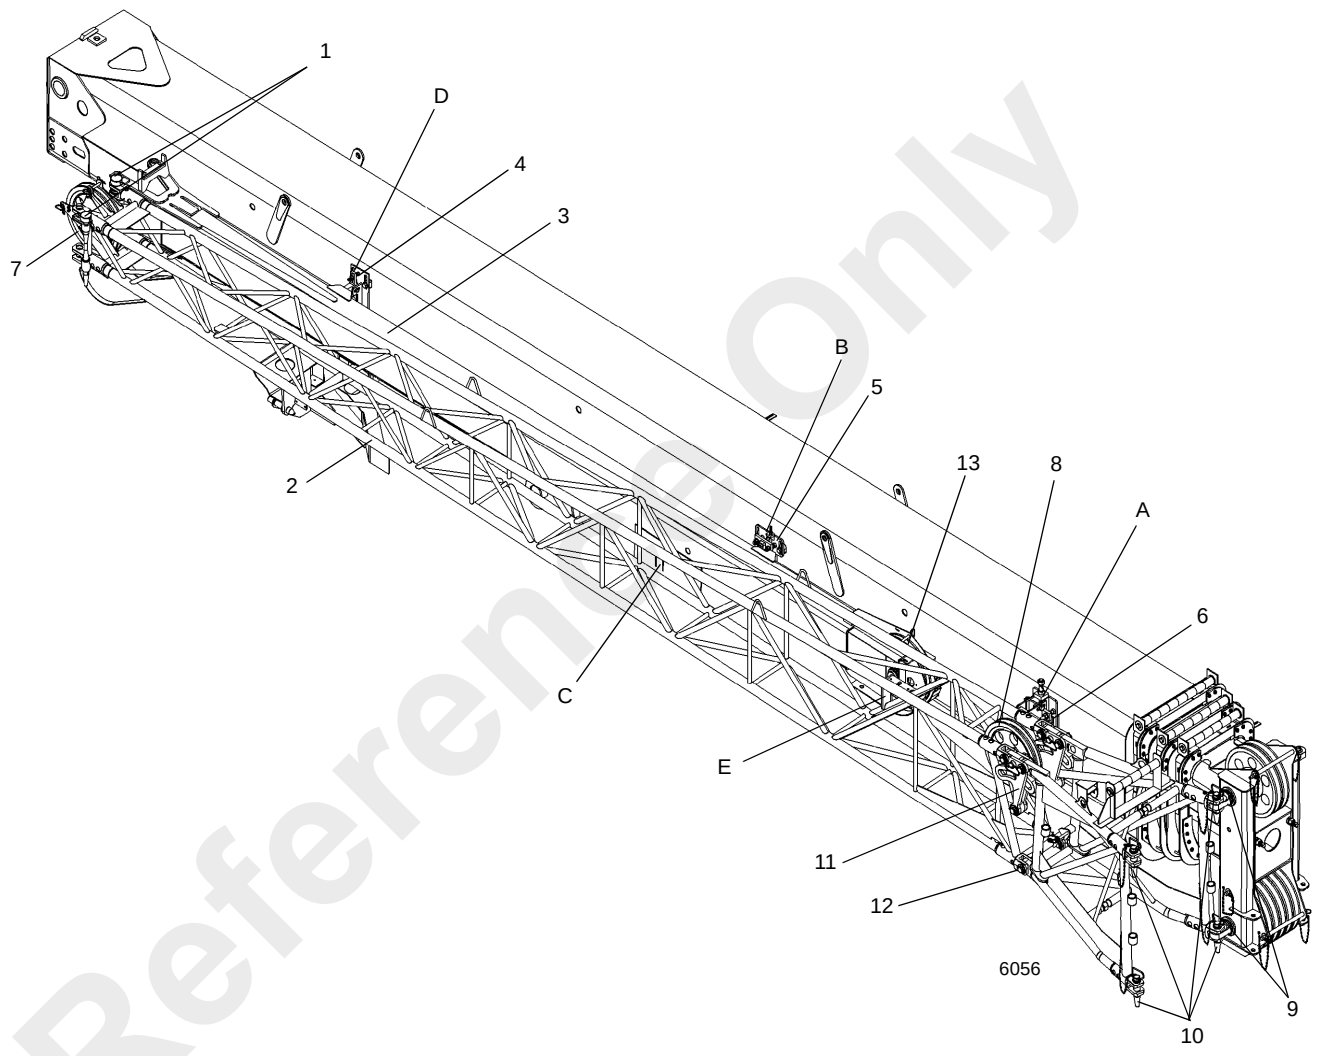

FIGURE 4-10
FIGURE 4-10 continued
13. Ensure the pin attaching the fly section to the boom base section rear stowage bracket (Figure 4-10), (Detail D) is in place.
14. At fly section sheave end (Figure 4-10), (Detail E) push in on the spring loaded latch hook to release latch, allowing the base to separate from the fly. Skip to step 16.